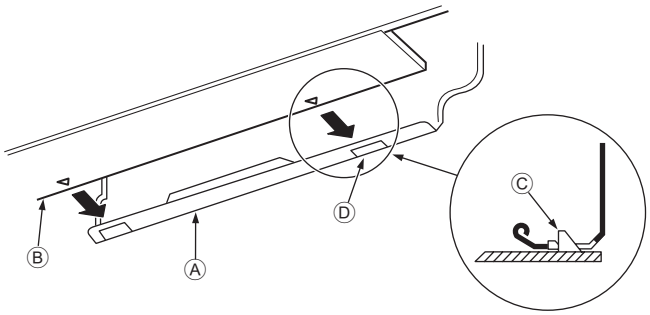

Fig. 3-15
3. Inserendo il tubo del refrigerante e il tubo di drenaggio nel foro a muro (manicotto di penetrazione), appendere la parte superiore dell'unità interna alla piastra di montaggio ①.
5. Premere la parte inferiore dell'unità interna sulla piastra di montaggio ① e bloccarla in posizione. (Fig. 3-15)
* Controllare che le maniglie sulla parte inferiore dell'unità interna siano agganciate saldamente alla piastra di montaggio ①.